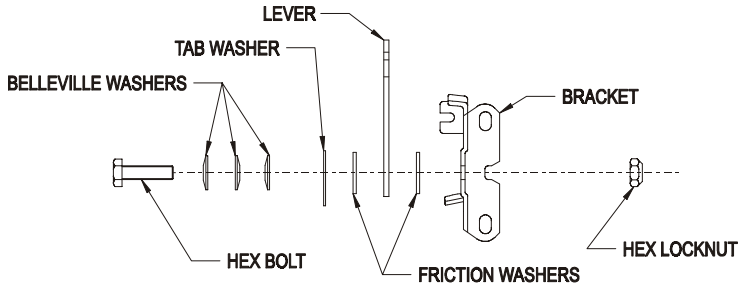

FIG. 12
b) Tension in throttle lever can be adjusted by adjusting the tightness of the lever pivot bolt, which is located under the console (See Figure 12).